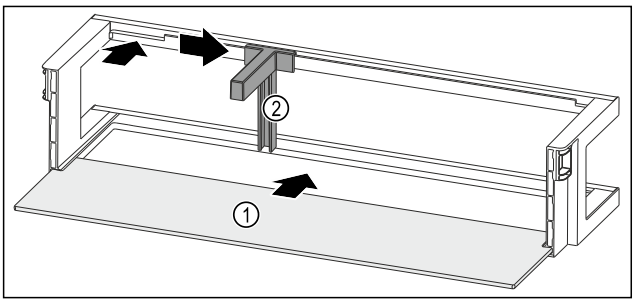

Fig. 206 Balconnet de contre-porte avec tablette de rangement
- ▶ Insérer la tablette de rangement *Fig. 206 (1)* dans les évidements latéraux.
- ▶ Insérer le range-bouteilles *Fig. 206 (2)* dans l'évidement.
- ▶ Pousser le range-bouteilles *Fig. 206 (2)* sur le côté en position souhaitée.